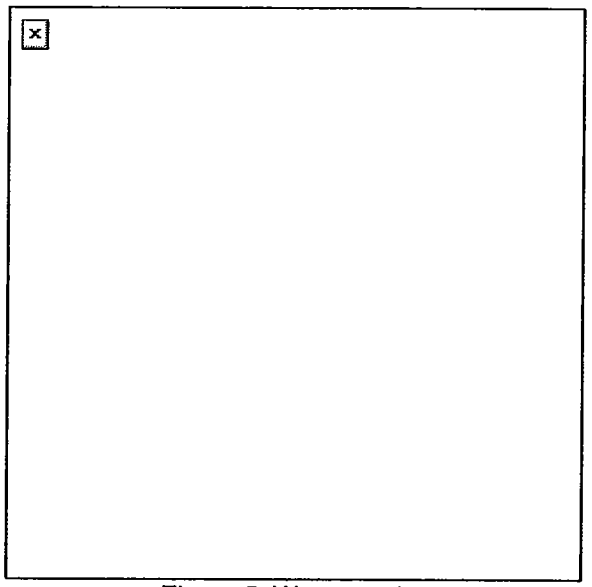

Figure 5. Weaver grip.
(3) Weaver grip (Figure 5). Apply this grip the same as the fist grip, but wrap your nonfiring thumb over your firing thumb.